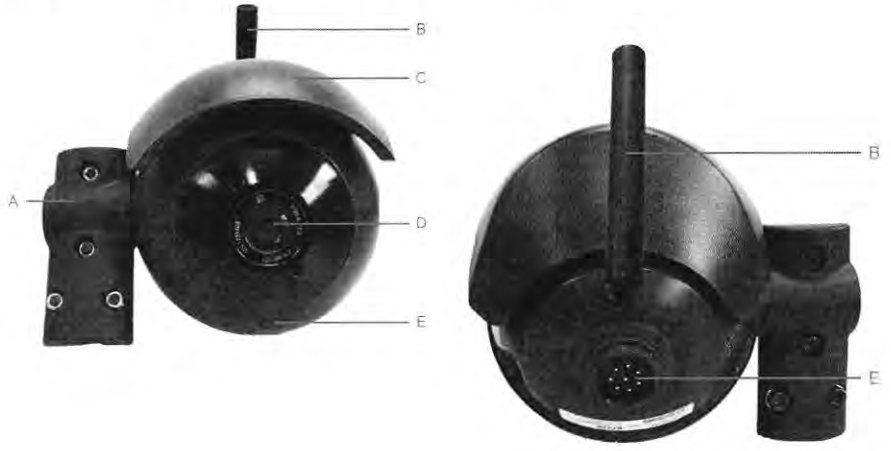

Figure 4.1 Front and back view of TrafiSense2
- Mounting bracket for the TrafiSense2 device (see Figure 4.1 *Front and back view of TrafiSense2*, page 9.)